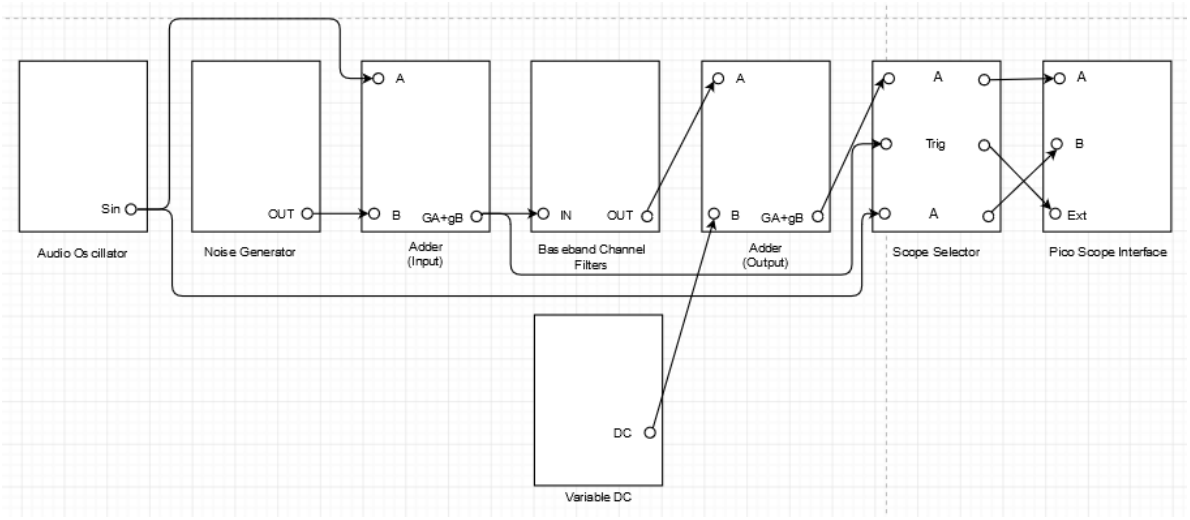

Figure A.6.4: Setup for noisy communication system.
- **ii.** Make the setup as shown in Figure A.6.4.